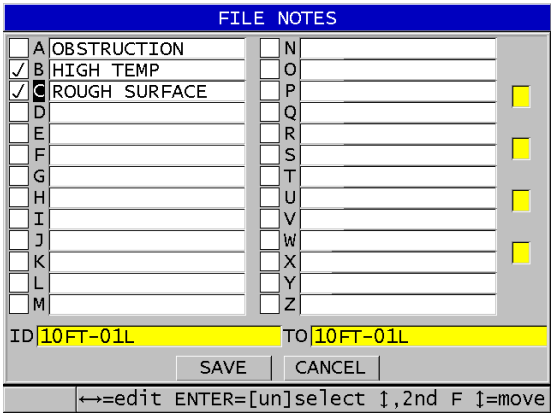

Rysunek 11-24 Wybór notatki z tabeli notatek
2. Na ekranie **FILE NOTES** (Notatki pliku) (patrz Rysunek 11-24 na stronie 229):